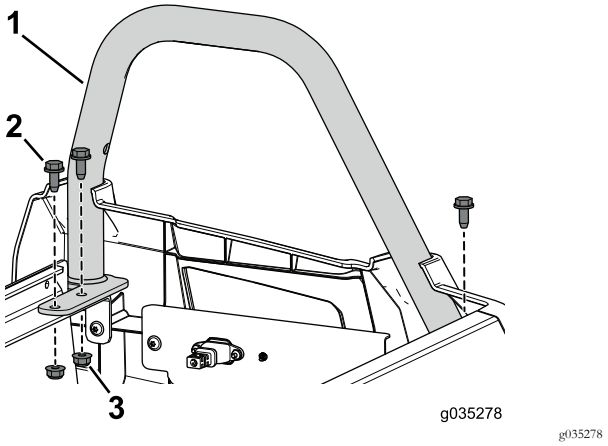

Figura 90
12. Utilizzate il bullone flangiato (3/16" x ¾") e i dadi flangiati che avete rimosso in precedenza per fissare la protezione laterale posteriore sinistra al gruppo della base del sedile (Figura 90).